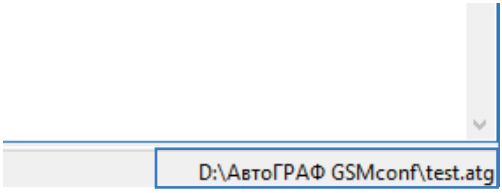

Рис.12. Текущий открытый файл с настройками.
- Текущий открытый файл, с которым работает программа и в который будут записаны настройки подключенного прибора после их сохранения, указывается в правом нижнем углу окна программы «AG.GSMConf» **(Рис.12)**.